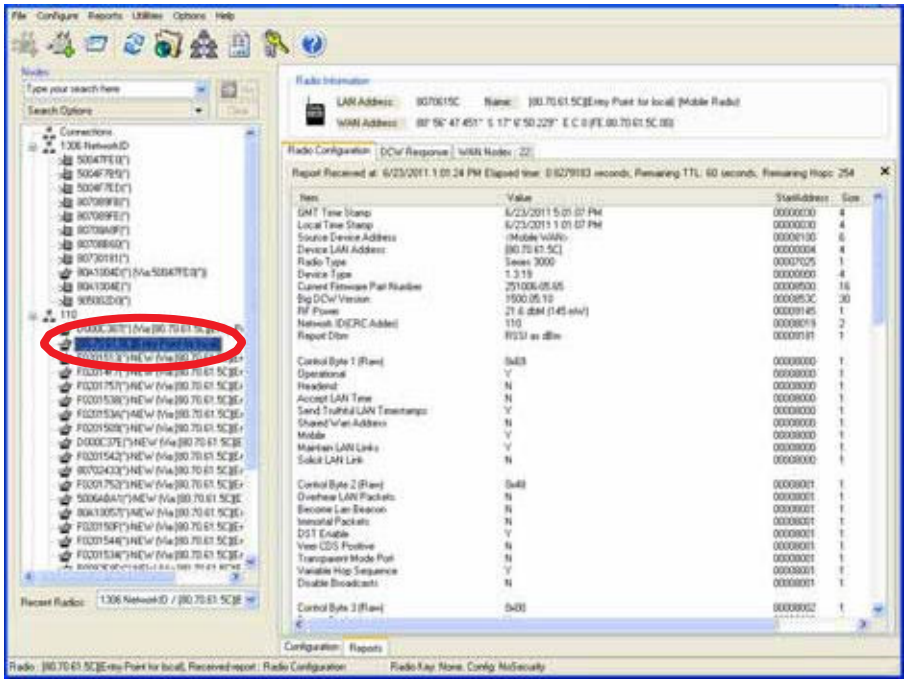

Figure 2 - 8. Gridstream S4SBR's LAN Address Appears in the Nodes Pane
5. Highlight the new Gridstream S5 SBR as shown in Figure 2 - 8, and click Reports | Configuration | Radio to verify that you can communicate with the Gridstream S5 SBR.